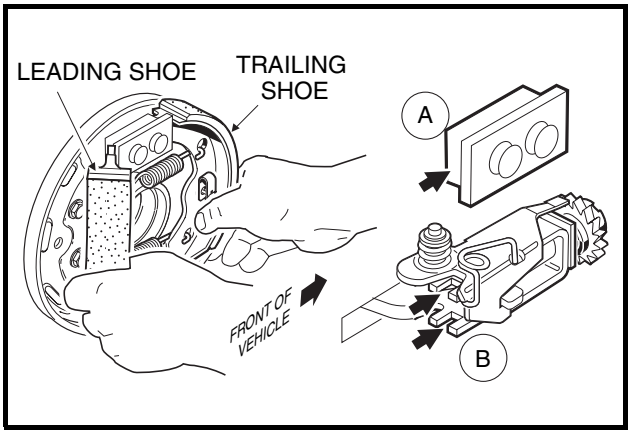

Figure 6-15 Install Leading Shoe
4. While maintaining spring attachment on both shoes, position tips of leading shoe in the mounting slots and then push shoe into place. Hold shoe in position and install retaining clip **(Figure 6-15, Page 6-7)**.